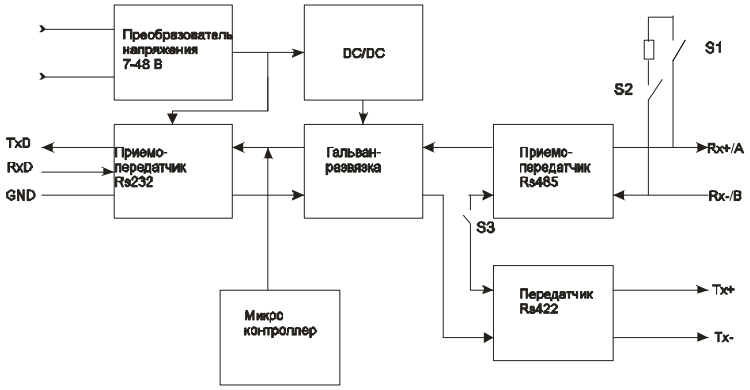

Рис. 3. Блоки ПИ
- 6 – двойной DIP переключатель, необходимый для подключения встроенного оконечного согласующего резистора (2) и включения интерфейса RS-485(1).
3.3. Функциональная схема ПИ приведена на рис. 3., где: